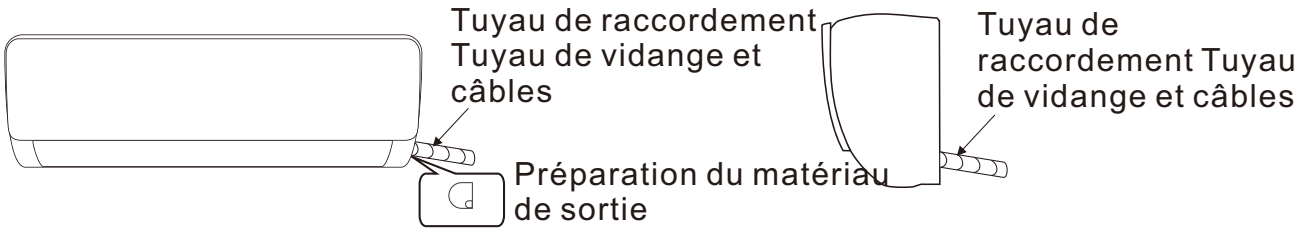

Fig. 1 Fig. 2
1. En fonction de la position de l'unité, la tuyauterie peut être acheminée latéralement à partir de la gauche ou de la droite (Fig. 1), ou verticalement à partir de l'arrière (Fig. 2) (en fonction de la longueur du tuyau de l'unité intérieure). En cas d'acheminement latéral, coupez le stock de découpe de sortie du côté opposé.